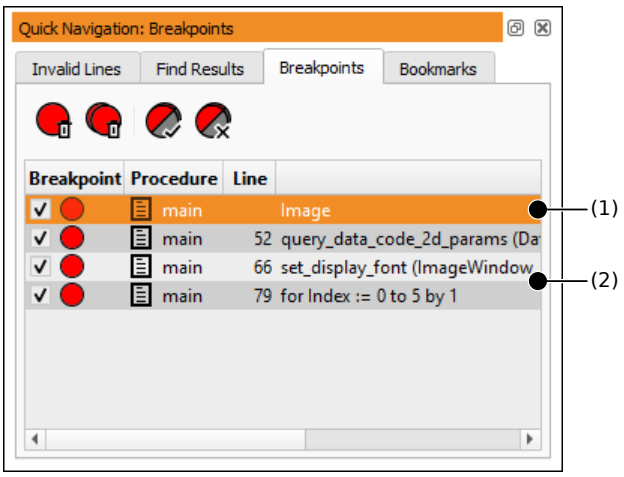

Figure 6.25: Managing breakpoints in the quick navigation window: (1) breakpoint on variable, (2) line-based breakpoints.
The tab card lists all variables or program lines marked with a breakpoint (see figure 6.25). Information about the breakpoints is given in the column `Context`: Breakpoints on variables (1) list the variable name, while line-based breakpoints (2) list the program line (its line number is given in the column `Line`).